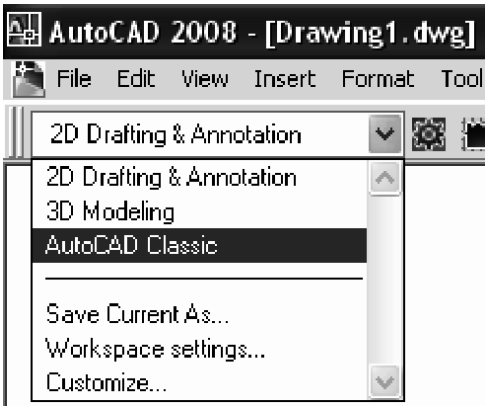

Fig. 1.3 Spaţiul de lucru AutoCAD clasic.
- AutoCAD Classic,care este ecranul clasic AutoCAD din versiunile anterioare, cu modificările specifice noii versiuni, aşa cum se poate vedea în fig.1.3.